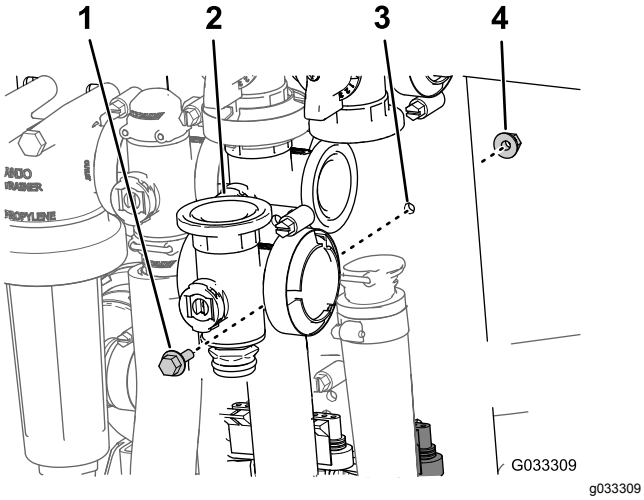

Figur 72
3. Fjern flenshodebolten og flenslåsemutteren som fester hovedseksjonsventilen til ventilfestet, og fjern ventilmanifolden fra maskinen (Figur 72).